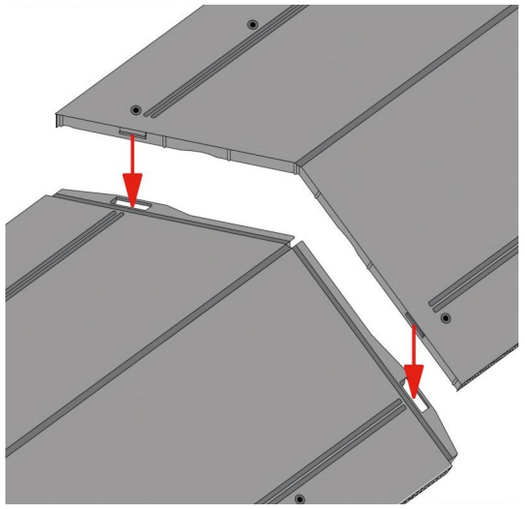

Рис.9 Соединение двух аэраторов между собой.
5.5 Соединять аэраторы между собой необходимо при помощи специальных защёлок, расположенных на одном торце, которые вставляются до щелчка в пазы, расположенные на противоположном торце (Рисунок 9).